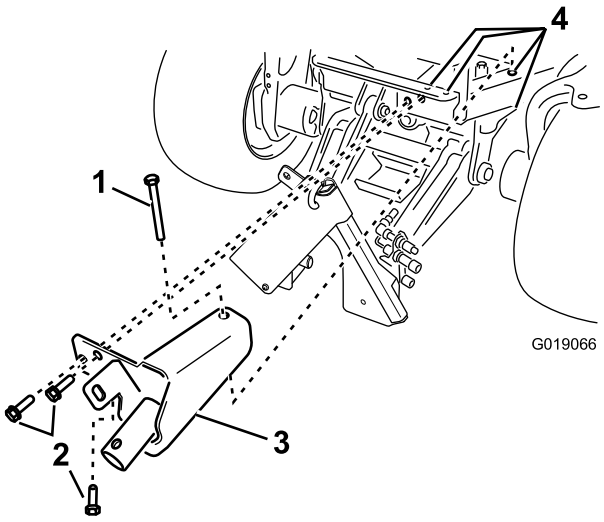

Figuur 3
4. Monteer de krikbeugel aan het frame van de machine met behulp van 3 zeskantige flenskopbouten (1/2 x 1-1/2 inch), een zeskantbout (1/2 x 4-1/2 inch) en 4 borgmoeren (Figuur 3).